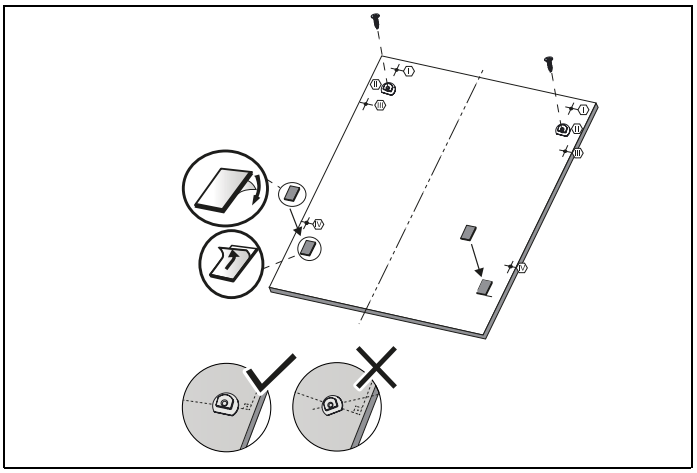

Fig. 25
4) Como se muestra en la Fig. 25 , los plásticos de montaje de la puerta se instalan en las posiciones II y las tiras de madera de fijación de la puerta se instalan en las posiciones que se muestran en la figura.